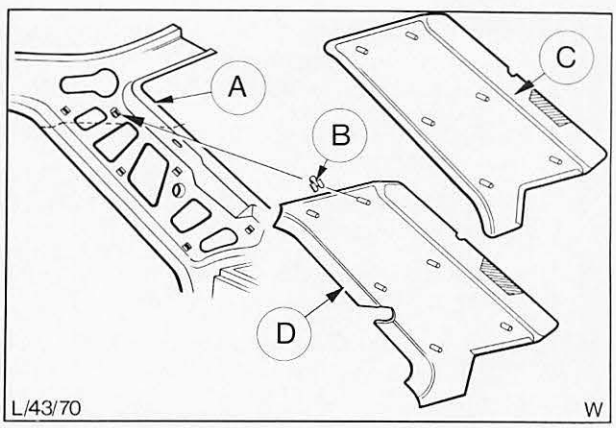

Abb. 36 Verkleidung C-Säule
1. Verkleidung der C-Säule durch Herausziehen der an der Verkleidung angebrachten Stifte entfernen (6), Abb. 36, B.
2. Stifte der Verkleidung in die entsprechenden Halteklemmen einführen und Verkleidung durch kräftiges Andrücken befestigen, Abb. 36, C oder D.
1. Hintersitzkissen, Rückenlehne und Innenverkleidung der C-Säule ausbauen, Abb. 36, C oder D.